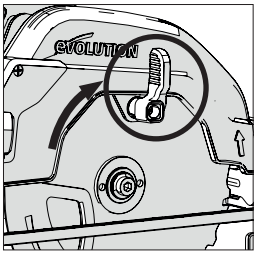

Fig. 5
- Faites pivoter le carter de lame inférieur dans le carter de lame supérieur grâce au levier manuel à actionner avec le pouce. **(Fig. 5)**